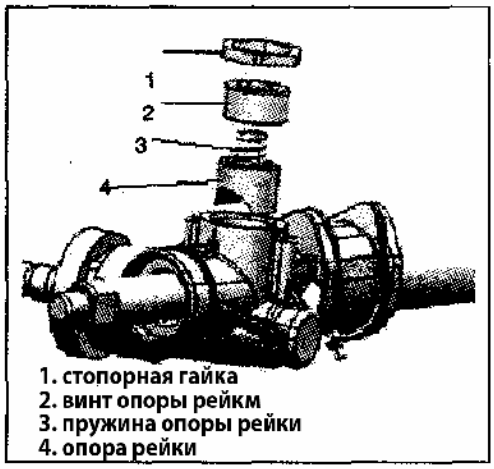

Рис. 447
2) Снимите другие детали, показанные на рисунке (Рис.447).